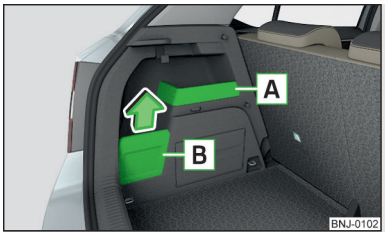

Fig. 94
- La pieza de equipaje colgada en el gancho, si es posible, colocarla en el compartimiento guardaobjetos B » fig. 94 *de la pág. 80*, de lo contrario existe peligro de daño de la tapa del compartimiento guardaobjetos.
- Si se coloca en el gancho una pieza de equipaje con un peso de más de 2,5 kg, entonces recomendamos retirar la tapa del compartimiento guardaobjetos B » fig. 94 *de la pág. 80* - de lo contrario existe el peligro de daño de la tapa del compartimiento guardaobjetos.
El compartimento guardaobjetos instalado fijamente A » fig. 94 sirve para guardar objetos pequeños de hasta 1,5 kg de peso total.